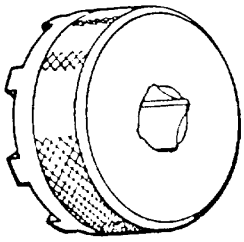

Figure 18. 6796599 Generator Idler Bearing Spindle Nut Spanner Wrench
h. Remove retaining ring (20) from inner diaphragm and tachometer bearing oil tube assembly (13).
i. Remove tachometer bearing oil tube (13) from the diaphragm.
j. Remove preformed packing (21) from oil tube. Discard packing.
k. Loosen spanner (spindle) nut (19, figure 24) on hydraulic pump drive idler gear alternate using 6796599 wrench (figure 18).